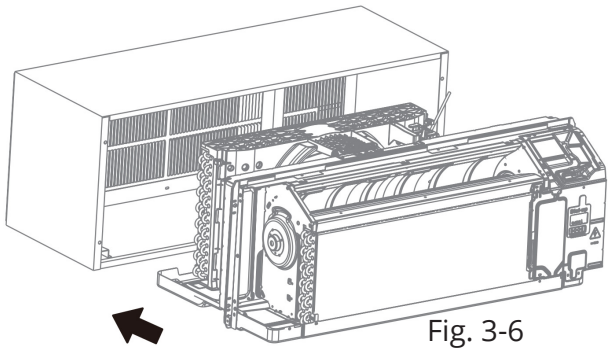
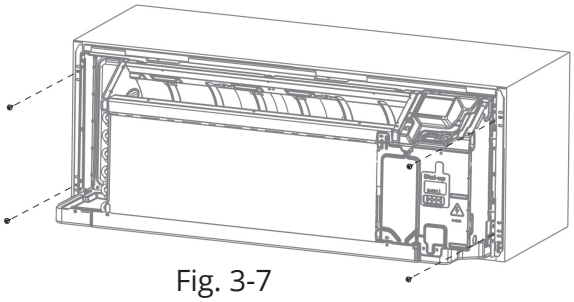

Fig. 3-6
Fig. 3-7
- Levante la unidad manteniéndola nivelada y deslícela dentro del manguito de pared hasta que quede firmemente apoyada contra la parte frontal del mismo. Fíjela con 4 tornillos y arandelas (suministrados en el conjunto del manguito) a través de los orificios de la brida de la unidad. (Véanse las Fig. 3-6 y Fig. 3-7).